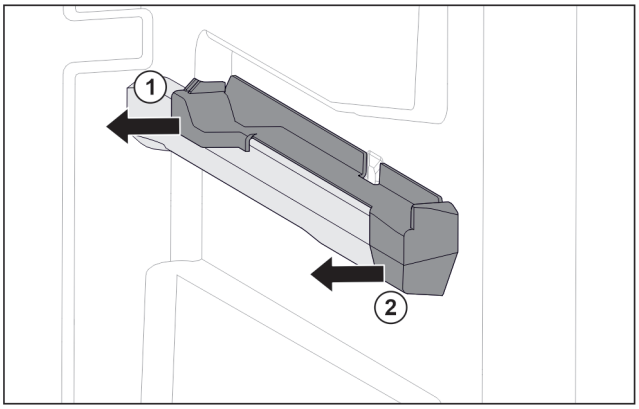

Fig. 140 Вставная часть на правом контейнерном ребре
▶ Отодвиньте вставную часть сзади в сторону. *Fig. 140 (1)*
▶ Отодвиньте вставную часть спереди в сторону. *Fig. 140 (2)*